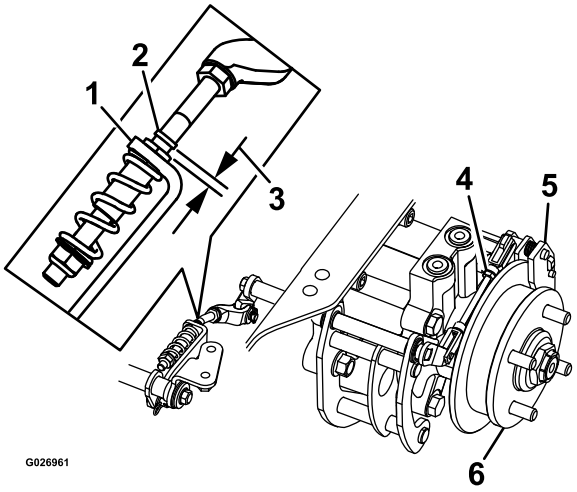

Figure 74
8. Vérifiez si un espace est visible entre le support en L et la butée de tringlerie (Figure 74).